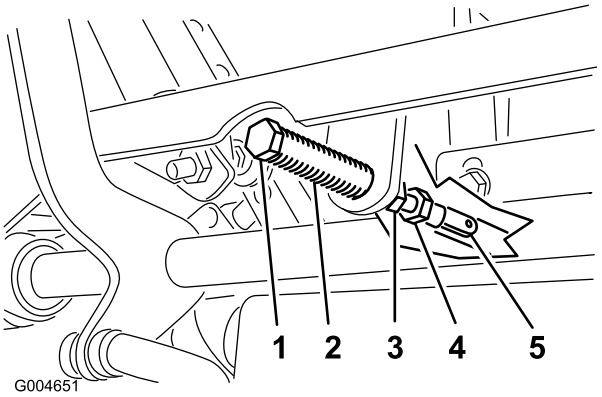

Figuur 56
5. Trek de hendel naar achteren totdat de gaffelpen (op de arm boven de taatsas) contact maakt met het uiteinde van de sleuf (en net druk op de veer begint uit te oefenen) (Figuur 56).
7. Als de rijhendel moet worden afgesteld, draait u de moer en de contramoer tegen de gaffel (Figuur 56).
8. Oefen een lichte achterwaartse druk uit op de rijhendel, draai de kop van de stelbout in de juiste richting totdat de hendel in de vergrendelde neutraalstand is gecentreerd (Figuur 56).
9. Draai de moer en de contramoer vast (Figuur 56).
10. Draai de contramoeren op de kogelverbindingen vast (Figuur 56).